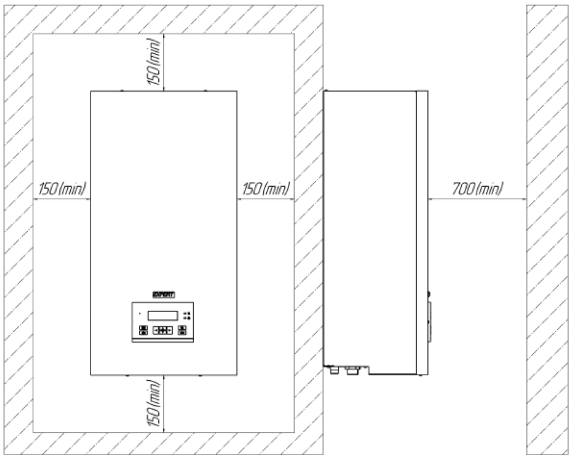

Рисунок 3. Минимальные расстояния
4.2.1 Проверьте место установки прибора: минимальное расстояние от прибора до легковоспламеняемых частей конструкций должно быть не менее 150 мм (см. рисунок 3).